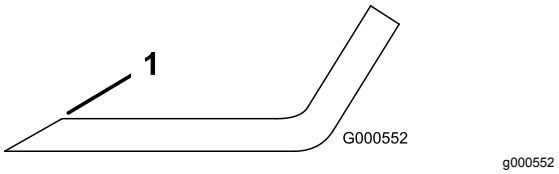

Figur 58
1. Anvend en fil til at slibe begge ender af skærekniven (Figur 58).
Bemærk: Hvis skærekniven ikke er afbalanceret, skal der slibes lidt mere metal af enden af sejlområdet (Figur 58).